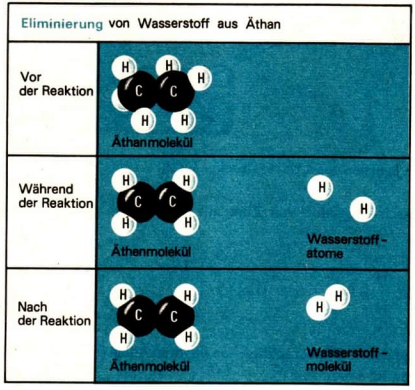

Abb. 95 Schematische Darstellung der Eliminierung von Wasserstoff aus Äthan
①
Die Eliminierung von Wasserstoff wird als Dehydrierung bezeichnet. Abbildung 95 zeigt, wie man sich die Eliminierung von Wasserstoffatomen aus Äthanmolekülen vorstellen kann. ②